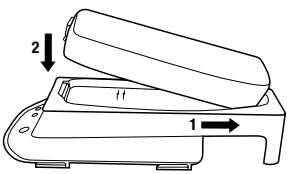

Fig. 2
4. Charge de la pile : S'assurer que les contacts électriques dorés de la pile et du chargeur de pile sont propres, secs et exempts de débris. Insérer le bloc-piles dans le support de charge TR-340 3M^{MC} en en faisant tout d'abord glisser l'arrière. Appuyer sur l'avant du bloc-piles pour l'enclencher en place (Fig. 2). La charge débute.